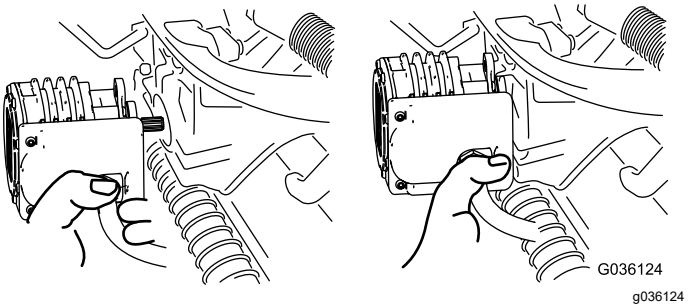

**Figura 58**
4. Spostate il motore in posizione di stoccaggio davanti al braccio di sospensione (Figura 58).